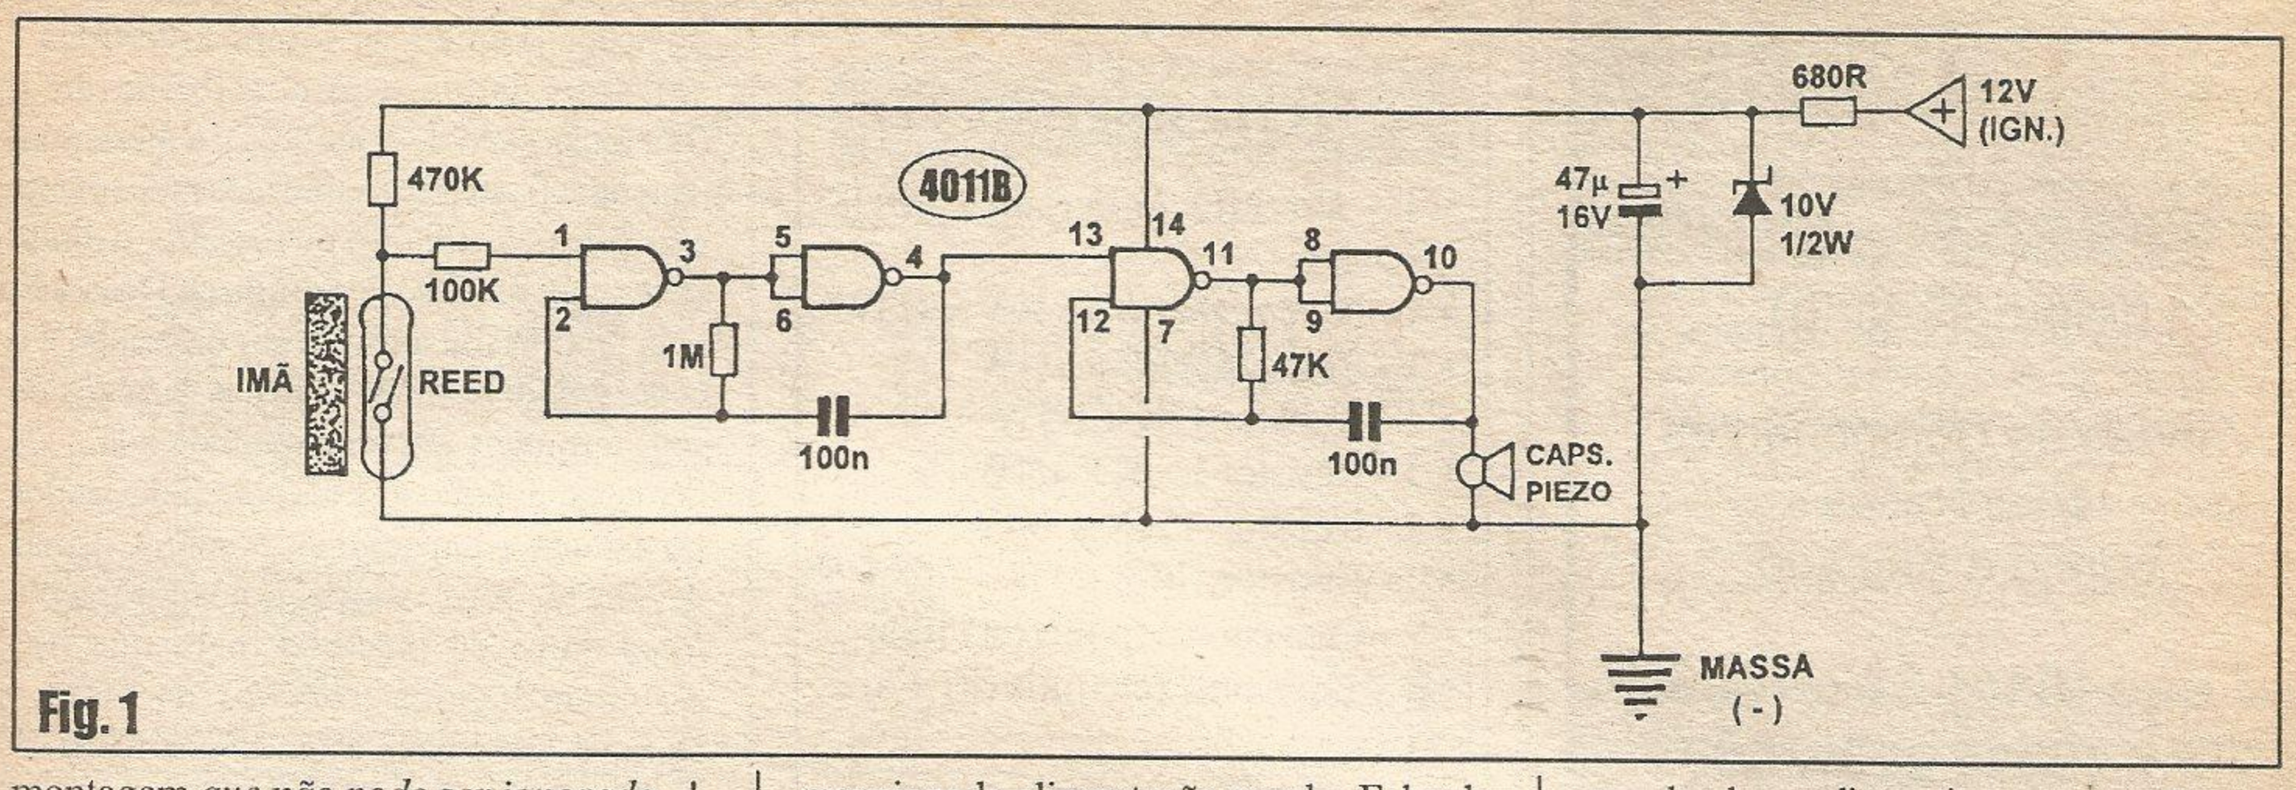

Fig. 1
**- FIG. 1 - DIAGRAMA ESQUEMÁTICO DO CIRCUITO -** Temos insistido aqui em **APE** que *boas idéias* geralmente são aquelas que apresentam uma maneira *simples* de serem implementadas... É o caso do **LECIN**, com seu circuito ultra-singelo, totalmente centrado - em sua parte ativa - num único integrado da *família* digital C.MOS, o 4011B (4 *gates NAND* de duas entradas cada...). O sinal sonoro básico é gerado por um simples astável estruturado com os *gates* delimitados pelos pinos **8-9-10** e **11-12-13**, gerando um tom de áudio na faixa aguda do espectro (frequência determinada pelo resistor de 47K e capacitor de 100n), traduzido por uma cápsula piezo acoplada ao pino **10** (saída do astável...). O mencionado astável é do tipo *gatilhado*, funcionando o pino **13** como terminal de *entrada de autorização*, e com o oscilador apenas operando quando tal pino *vê* nível digital *alto*... Um segundo astável (este operando em frequência bem mais baixa - alguns ciclos por segundo - determinada pelo resistor de 1M e capacitor de 100n) é estruturado com os *gates* dos pinos **1-2-3** e **4-5-6**, de modo que sua saída (pino **4**) controle diretamente o terminal de *autorização* do primeiro oscilador já descrito, com o que ocorre uma modulação crua, tipo *tudo ou nada*, gerando (quando acionado...) o som de *bip...bip...bip...*, em manifestação *bem* rápida, absolutamente *não ignorável* (ainda que o som não seja muito alto...). O astável lento também é do tipo *gatilhado*, com seu pino de entrada (**1**) determinando o funcionamento ou não, na medida em que recebe nível digital - respectivamente - *alto* ou *baixo*... Esse nível de autorização é obtido (via resistor de proteção - 100K...) da junção de um interruptor magnético de ampola hermética (REED) - ao *negativo* geral da alimentação - com um resistor de 470K - ao *positivo* da mencionada alimentação geral... Falando em *alimentação geral*, esta é fixada em convenientes 10 VCC, extraídos, regulados e estabilizados a partir do potencial (nominalmente 12 VCC) presente na própria chave de ignição do veículo - num terminal desta que apenas mostre a tensão após o *ligamento* da dita chave - , com o auxílio do módulo formado pelo resistor de 680R, diodo zener de 10V x 1/2W e capacitor eletrolítico de 47u... Analisemos agora o conjunto, em bloco: com a chave de ignição *desligada*, o circuito como um todo *não é alimentado*, e o sinal sonoro permanece - inevitavelmente - *mudo*... Já com dita chave acionada (o que, obviamente, se faz para ligar o veículo e sair rodando...), **se o REED encontrar-se *aberto*** todo o conjunto de osciladores se mostrará ativo, **ocorrendo o sinal sonoro**... Quando, porém, um pequeno ímã for aproximado (e assim mantido...) do REED, a entrada geral de controle, agora *vendo* nível digital *baixo*, inibirá todos os osciladores (mesmo estando a alimentação - via chave de ignição - **ligada**...), com o que o **LECIN** restará... *mudo*...! Basta, então, um pouquinho de raciocínio, para entender *o resto*! Fixando-se - ímã na parte móvel do fecho do cinto, e o respectivo REED na parte fixa do dito fecho (mecanicamente dispostos de forma que - ao se travar o cinto - ímã e sensor se confrontem, guardando um distanciamento *estreito*, em torno de 0,5 cm. *máximos*...), teremos que: chave de ignição *ligada* e cinto *não colocado/travado* = **sinal sonoro dispara**; e chave de ignição *ligada* e *cinto colocado/travado* = **ausência do alarme sonoro**! Melhor que isso, impossível, para lembrar o mais *amnésico* dos *esquecidinhos*...! Notar ainda que (o consumo quiescente de praticamente *zero* permite isso...) o circuito *não tem* interruptor geral, justamente para inibir os mais *folgados* que, ao ouvir o alarme, tenderiam a simplesmente desligar o **LECIN** (para emudecê-lo...), ao invés de fazer o que é certo: **colocar e travar o cinto**...!